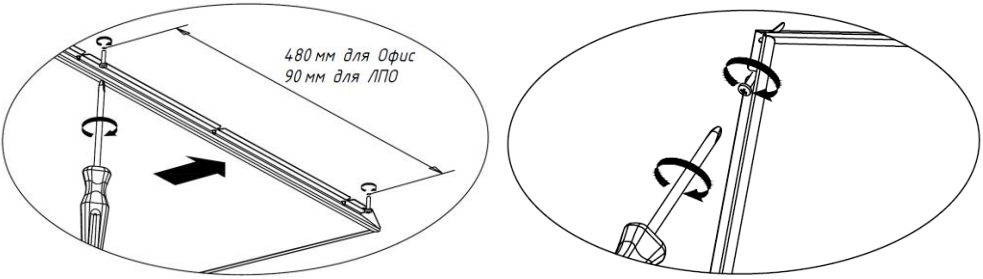

Рисунок 6
1) Разметить и подготовить в поверхности два отверстия (рекомендуемый диаметр винтов 4-5мм). Расстояние между отверстиями для Офиса - 480мм, для ЛПО - 90мм, см. рисунок 1 и рисунок 6.